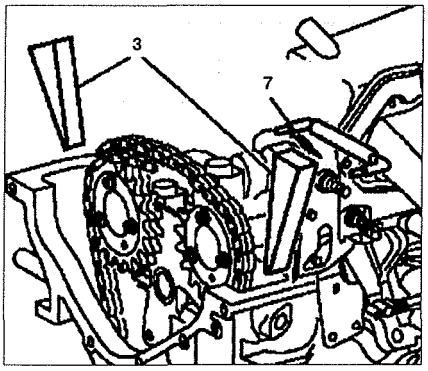

Рис. 2.17. Снимите фиксаторы 3 и блокировочный палец 7.
6. Снимите фиксаторы **3** и блокировочный палец **7** (см.рис.2.17). Убедитесь, что концы цепи не упали в корпус.